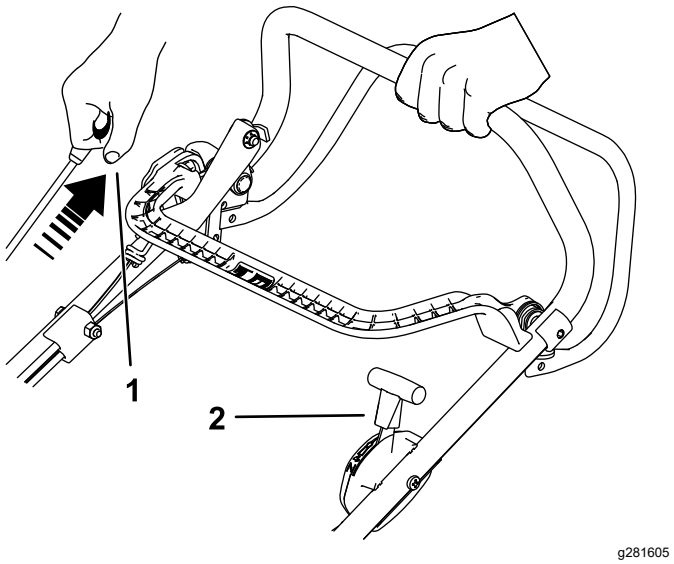

Figura 15
2. Tirate la maniglia di avviamento a strappo fino ad avvertire resistenza, quindi tirate in modo secco per avviare. Quando il motore si avvia, riportate lentamente l'acceleratore alla posizione di MASSIMA se è stato attivato lo starter (Figura 15).